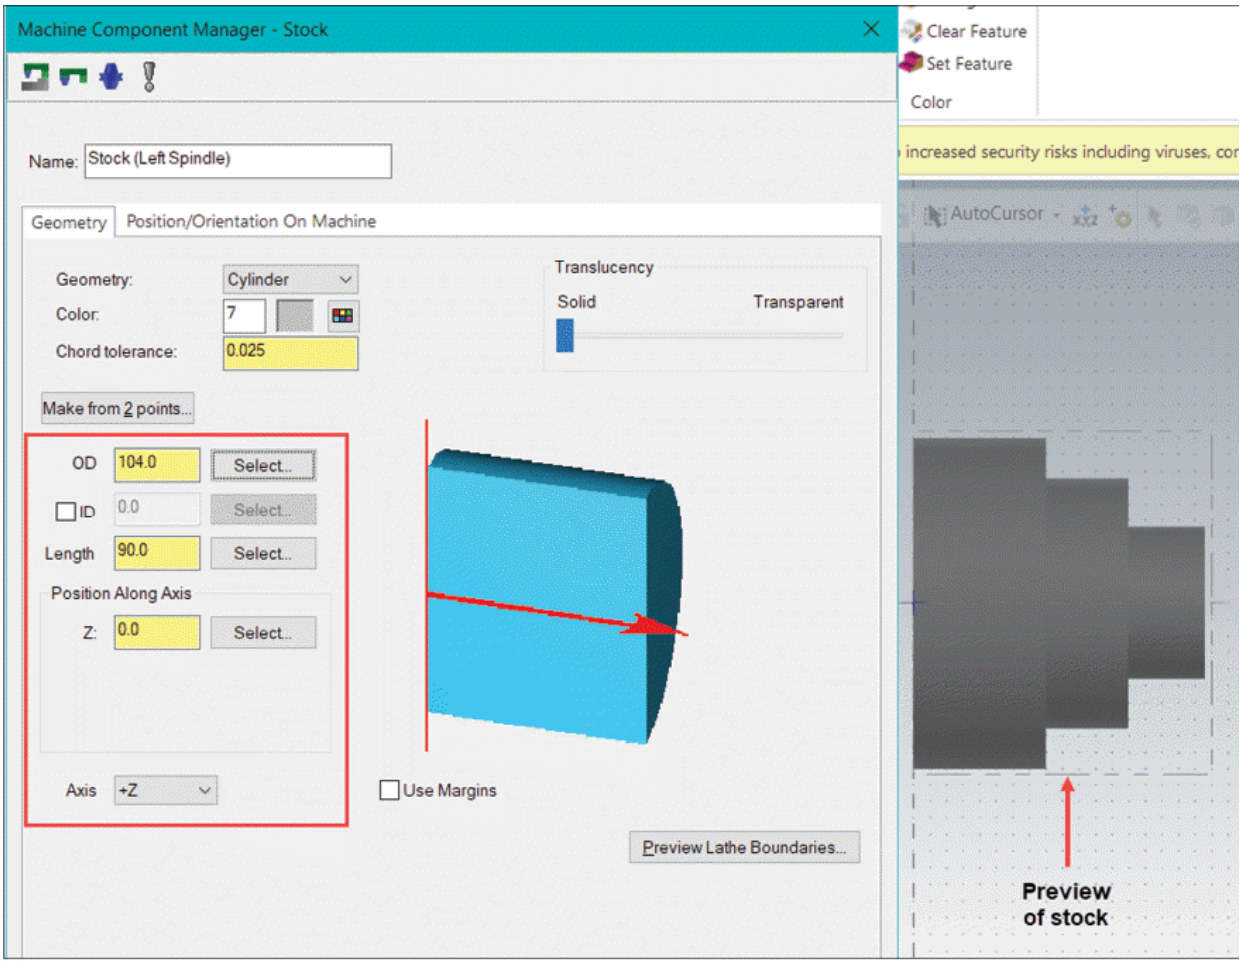
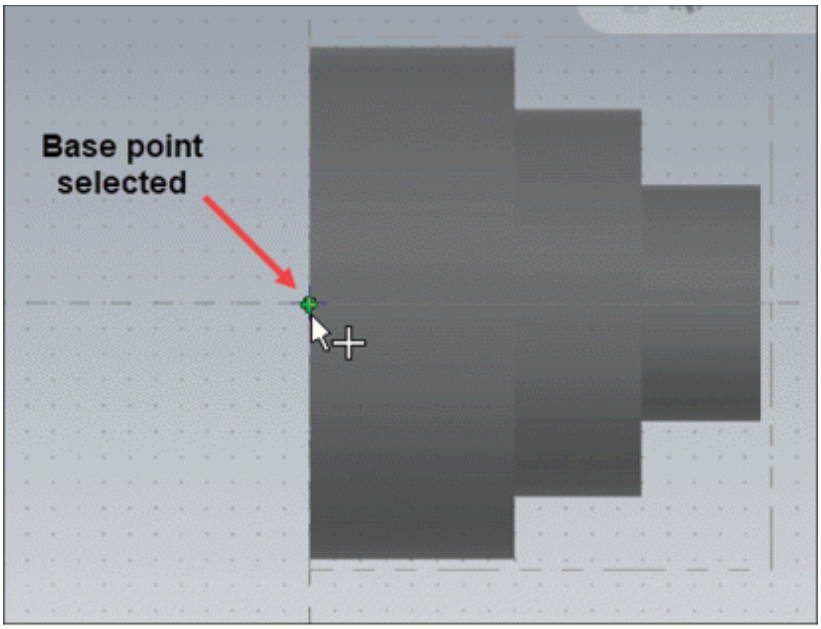

Figure-12. Preview of stock created
Figure-13. Selecting base point of model
- Specify desired values in the OD, Length, and other edit boxes to define values for stock; refer to Figure-12. Specify desired value in **OD** edit box to define outer diameter of stock. If there is a hole in the stock then select the **ID** check box and specify desired value in **ID** edit box. Specify the total length of stock bar in the **Length** edit box. Click on the **Select** button from **Position Along Axis** area of the dialog box to define start point of stock. You will be asked to specify base point for cylinder. Select the surface point of model to define base point for cylinder; refer to Figure-13.